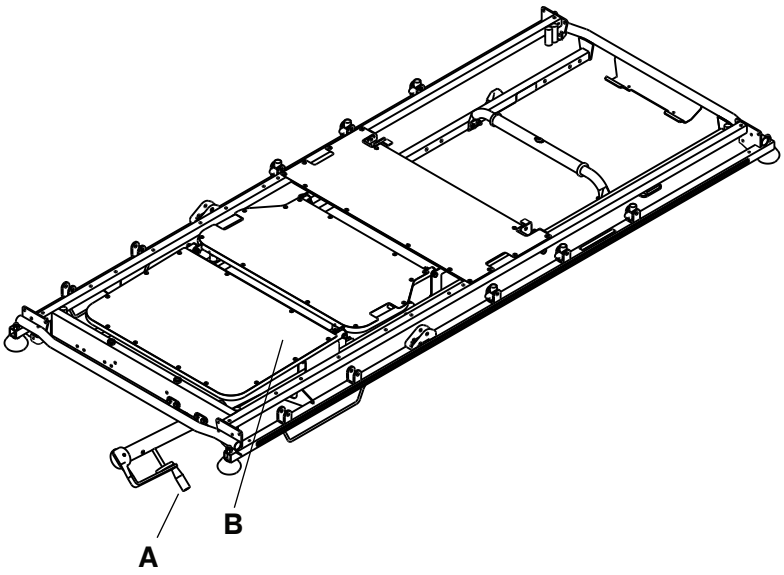

Figur 6 – Håndsving til bevægelig sektion
Den bevægelige sektion (B) hæves ved at dreje håndsvinget (A) med uret (Figur 6).